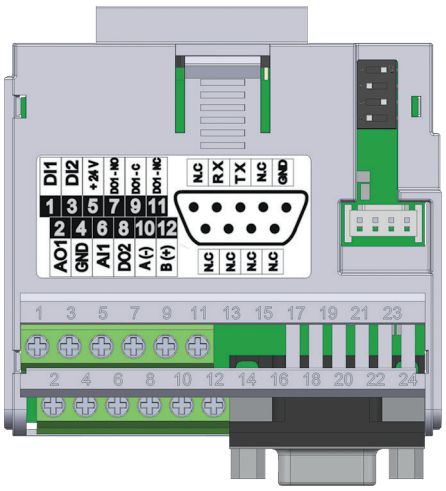

Figura 20.2: Módulo Plug-in CFW500-CRS232
El módulo plug-in CFW500-CRS232 tiene la interfaz Serial (1) a través de la puerta RS-485 en los bornes 10 (A-) y 12 (B+), así como la interfaz Serial (2) a través de la porta RS-232 en el conector estándar DB9, vea la Figura 20.2 en la página 20-1.